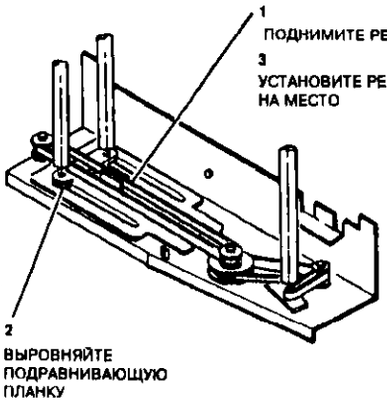

Рисунок 2. Регулировка положения нижнего конца задней подравнивающей планки
1. (Рисунок 2) Поднимите задний ремень механизма подравнивания из канала. Сдвигайте подравнивающую планку до тех пор, пока осевая линия подравнивающей планки не выровняется со стрелкой. Уложите ремень задней подравнивающей планки обратно в канал.